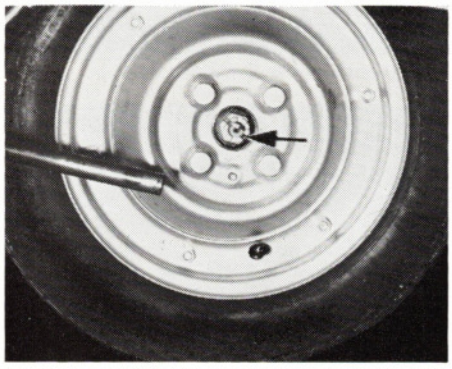

Bild 2: Die versplintete Kronenmutter auf der Hinterrad-(Antriebs-)Welle.
5. Kronenmutter auf der Hinterradachse (Antriebswele) entsplinten (Bild 2) und Mutter abschrauben. Die Mutter hat Rechtsgewinde — bei der Vespa ist nirgends Linksgewinde!